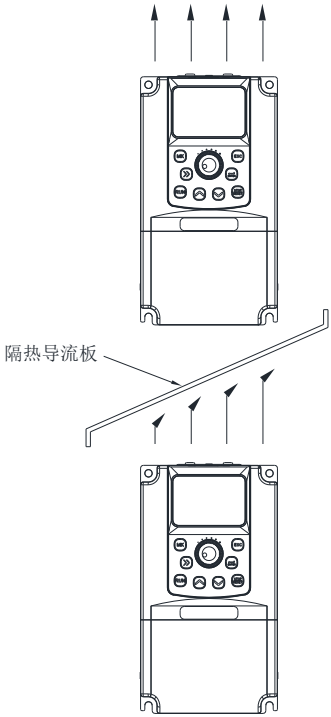

图 2-1 JT500 变频器安装示意图
1) 请垂直安装变频器，便于热量向上散发, 但不能倒置。若柜内有较多变频器时，最好是并排安装。在需要上下安装的场合，请参考图 2-1 安装隔热导流板。
2) 安装空间遵照图 2-1 所示，保证变频器的散热空间。但布置时请考虑柜内其它器件的散热情况。